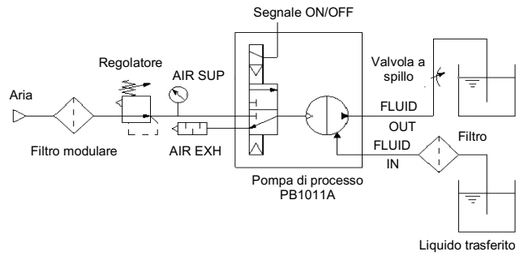

Fig 3. Esempio di circuito
1) Collegare la tubazione dell'aria all'attacco di alimentazione pneumatica “AIR SUP”, e la tubazione di trasferimento del fluido all'attacco di aspirazione “FLUID IN” e all'attacco di scarico “FLUID OUT”. Vedere Fig. 3.